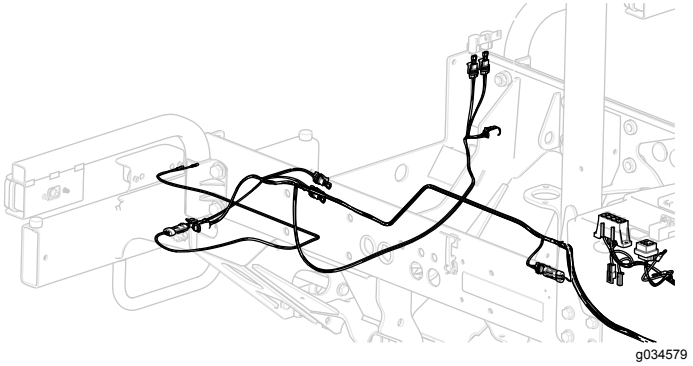

Bild 30
18. Verlegen Sie den rechten hinteren Kabelbaum unter der rechten Seite der Zugmaschine zur rechten Rückleuchte (Bild 30).
20. Verlegen Sie den linken hinteren Kabelbaum unter der linken Seite der Zugmaschine zur linken Rückleuchte (Bild 30).